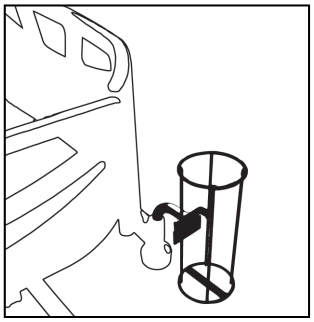
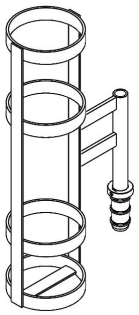

Abbildung 27 – Installieren des Sauerstoffflaschenhalters (MM006)
Abbildung 28 – Installieren des Sauerstoffflaschenhalters (MM061/MM062/MM063)
1. Den Sauerstoffflaschenhalter in eine der beiden Zubehörhülsen nahe dem Kopfende einführen (Abbildung 27, Abbildung 28).